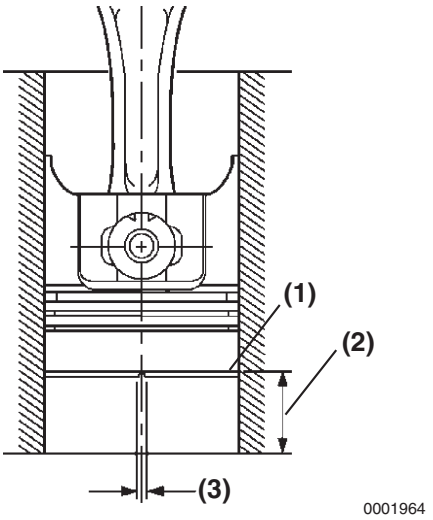

Figure 6-68
10. To measure piston ring end gap, insert each compression piston ring **(Figure 6-68, (1))**, one at a time, into the cylinder. Use a piston with the piston rings removed to slide the ring into the cylinder bore until it is approximately 1.18 in. (30 mm) **(Figure 6-68, (2))** from the bottom of the bore. Remove the piston. Measure the end gap **(Figure 6-68, (3))** of each piston ring. Record the measurements. *See Piston Ring on page 6-11 for specifications.*